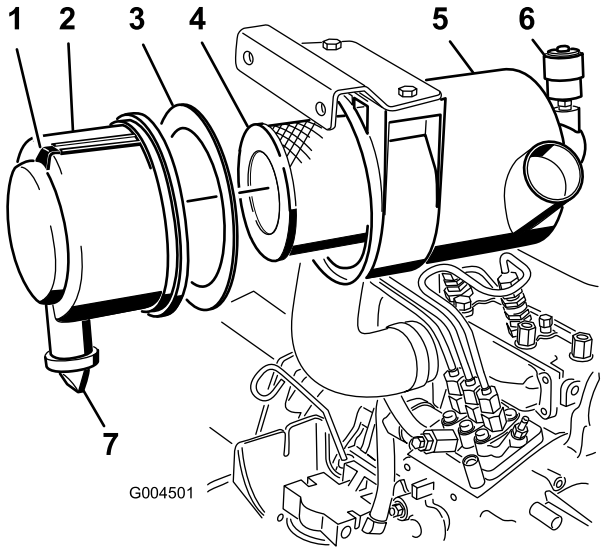

**Rysunek 34**
3. Wymieniaj wkład filtra powietrza, gdy wskaźnik filtra powietrza zaświeci się na czerwono lub co 400 godzin (częściej w warunkach nadmiernego zapylenia lub zanieczyszczenia (Rysunek 34).